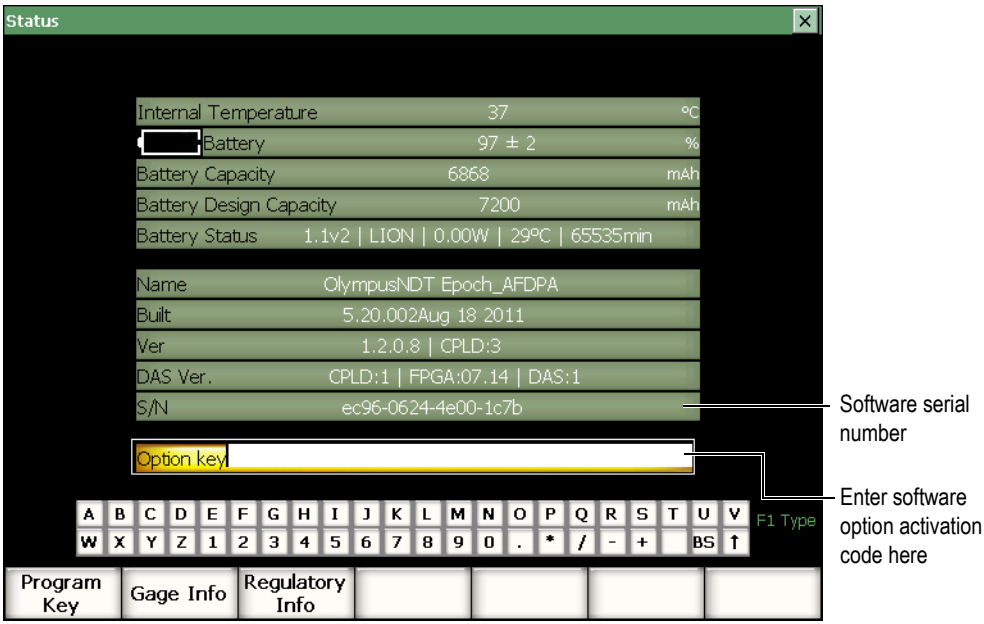

Figure 18-1 The Option key entry dialog box
4. Using the virtual keyboard, enter the activation code in the **Option key** box located above the virtual keyboard (see Figure 18-1 on page 422).
5. When you are finished entering the activation code, select **Program Key** (see Figure 18-1 on page 422) to activate the option and return to the live screen.